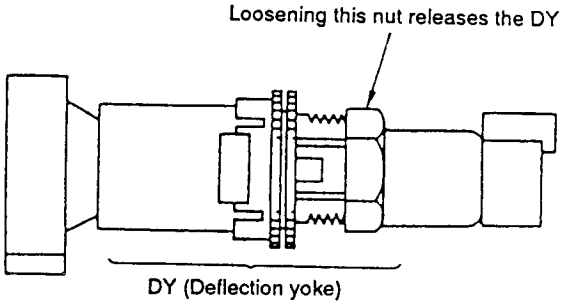

Fig. 8-49.
2) Loosen the DY (deflection yoke) tightening nut. (See Fig. 8-49.)